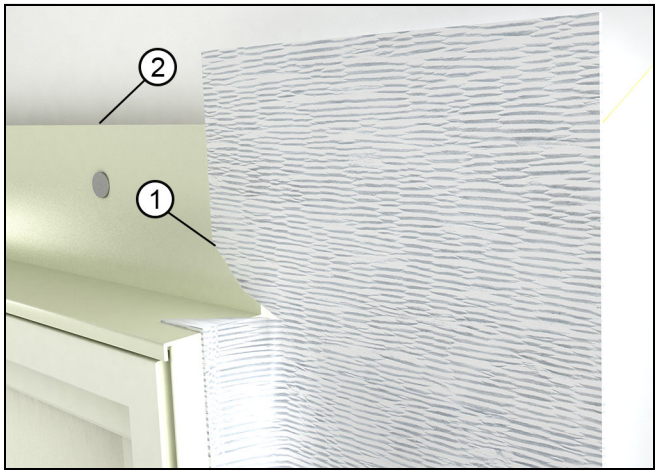

Figure 52
6. Lap vertical strips of adhesive flashing tape onto the window and out over the WRB. Make small diagonal cuts at the head jamb as in Figure 52 to allow the membrane to fold back onto the exterior and frame.